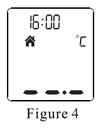

Figure 4
1. Press the ⏻ *BUTTON* to turn on the thermometer, you can take the object temperature after hearing two beep sounds.(see figure 4)